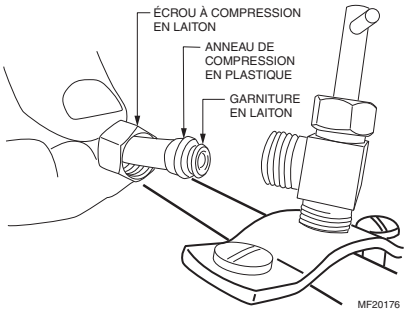

**Fig. 7. Installation du tuyau d'arrivée d'eau.**
3. Utiliser un tuyau de 6 mm (1/4 po) de diam. ext. pour raccorder le robinet-vanne à étrier à l'entrée de l'électrovanne sur l'humidificateur. (Voir la Fig. 7.)